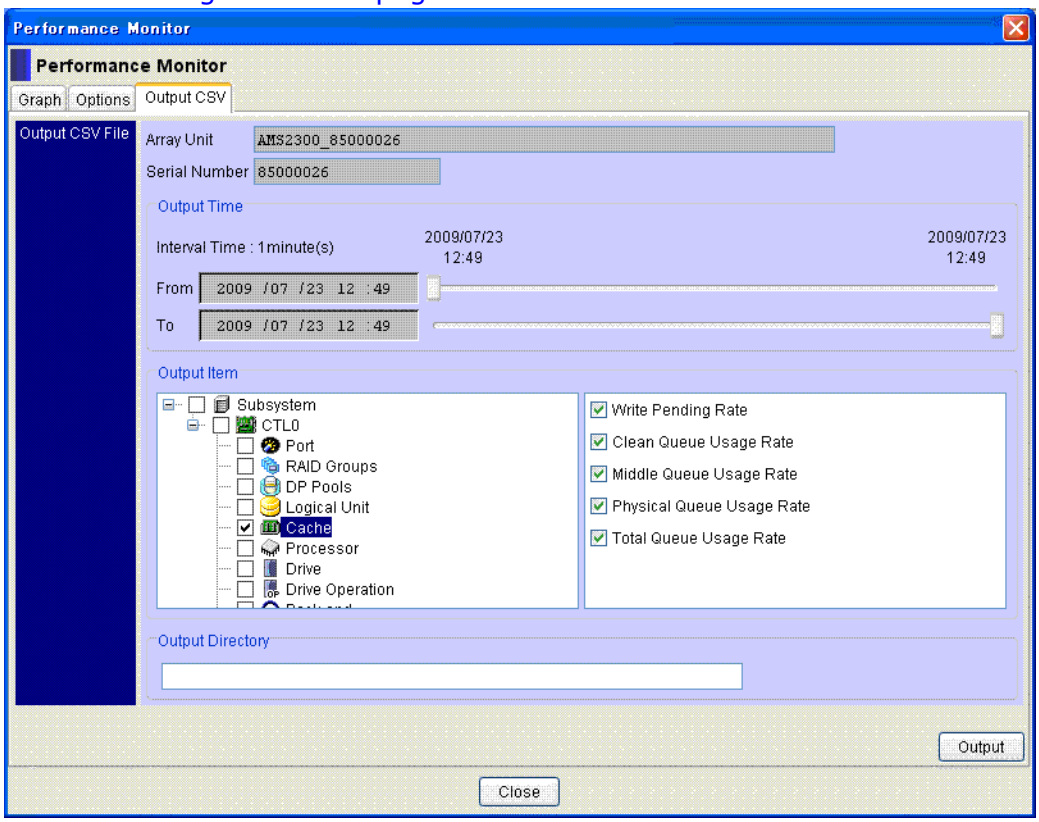

Figure 9-6: Output CSV Tab: Dynamic Provisioning Valid
5. Click **Output**. Performance Monitor displays the Output CSV Window as shown in Figure 9-6 on page 9-21.